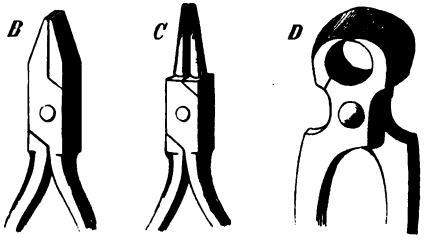

Abb. 20 *B*, *C*, *D*.
3) eine Flachzange (Abb. 20 *B*) zum Halten der Arbeitsstücke beim Glühen, Anlassen oder Löten u. s. w.,
4) eine Rundzange (Abb. 20 *C*), um Ösen und dergl. zu biegen, endlich
5) eine Kneip- oder Beißzange (Abb. 20 *D*), welche zum Abschneiden von Draht dient und ja nicht mit einer soge-